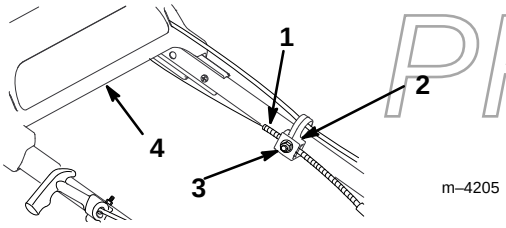

Figure 26
3. Loosen the cable support nut (Fig. 26).
5. With the upper handle pulled and held back as far as possible and while holding the drive bracket down, pull the cable jacket down (toward the lawn mower) to remove all the slack in the cable (Fig. 26).
6. Tighten the nut on the cable support (Fig. 26).